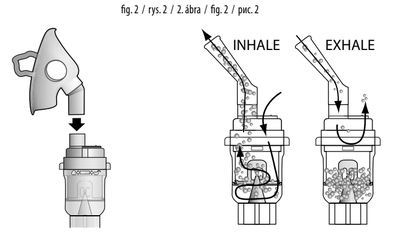

fig. 3 / rys. 3 / 3. ábra / fig. 3 / рис. 3 fig. 4 / rys. 4 / 4. ábra / fig. 4 / рис. 4
6. Depending on the type of inhalation, attach either a mouthpiece, a nosepiece, or a mask to the upper part of the nebulizer (Fig. 3). Hold the nebulizer vertically or place it on the body of the device using the nebulizer holder.